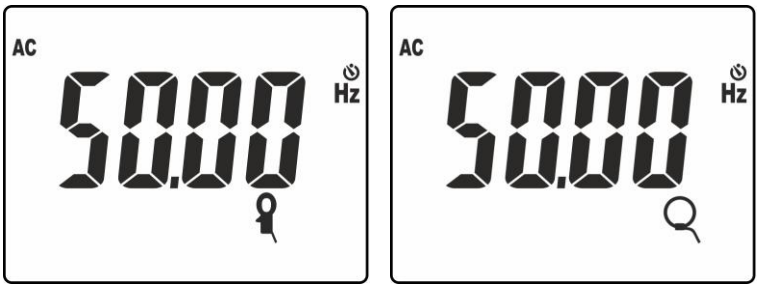

Fig. 40: Résultat mesure de fréquence avec pince standard et flexible
9. Cliquer sur la touche **MODE/MXMNPK** pour afficher la valeur de la fréquence du courant AC avec une résolution élevée (voir Fig. 40)